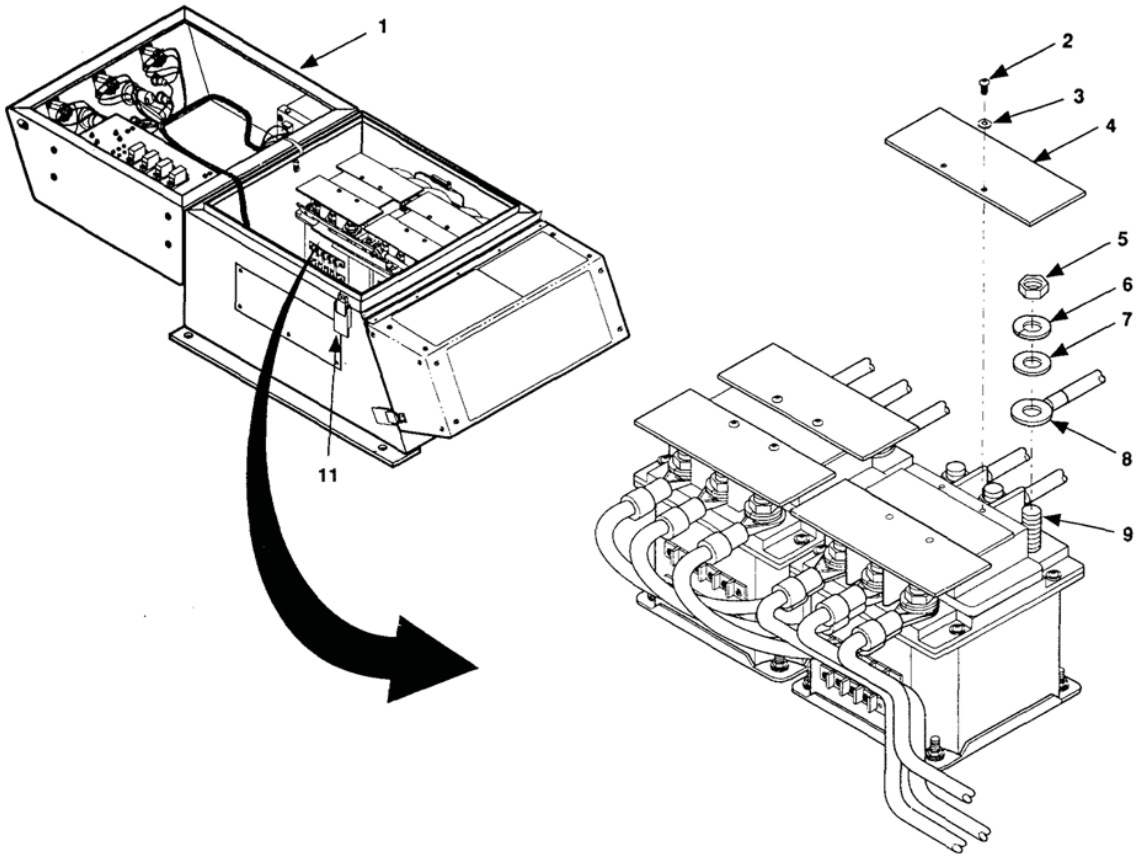
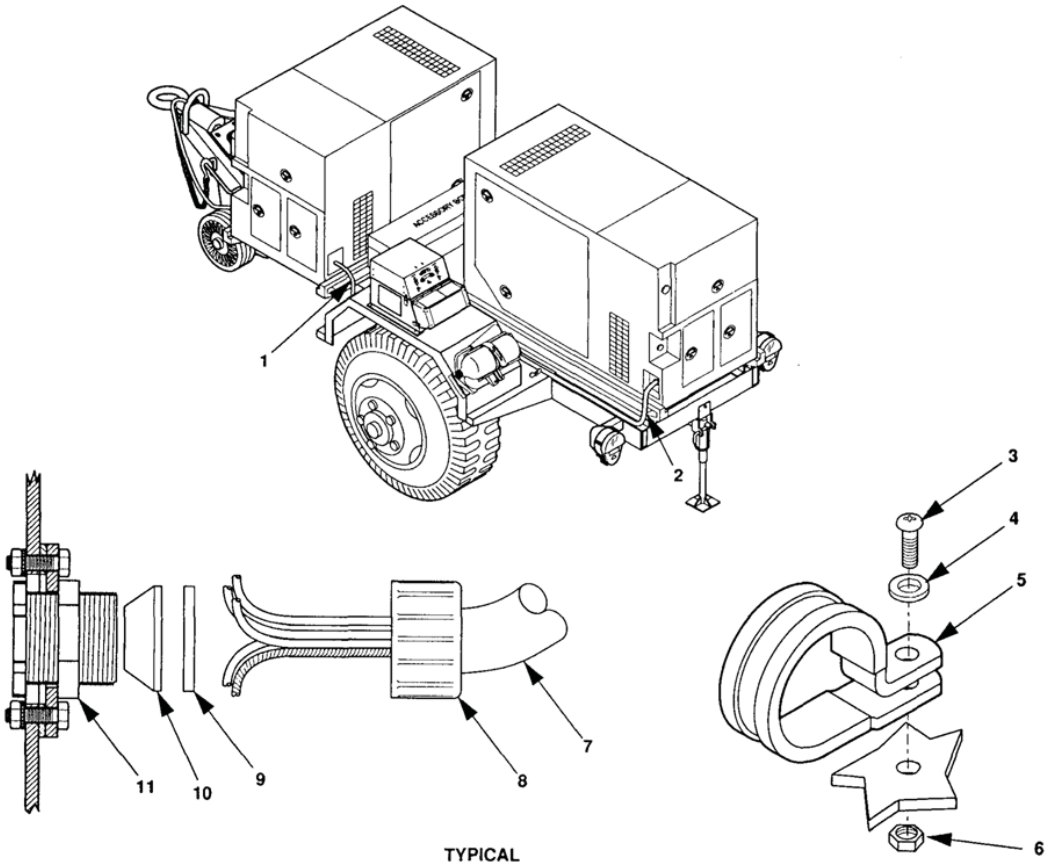
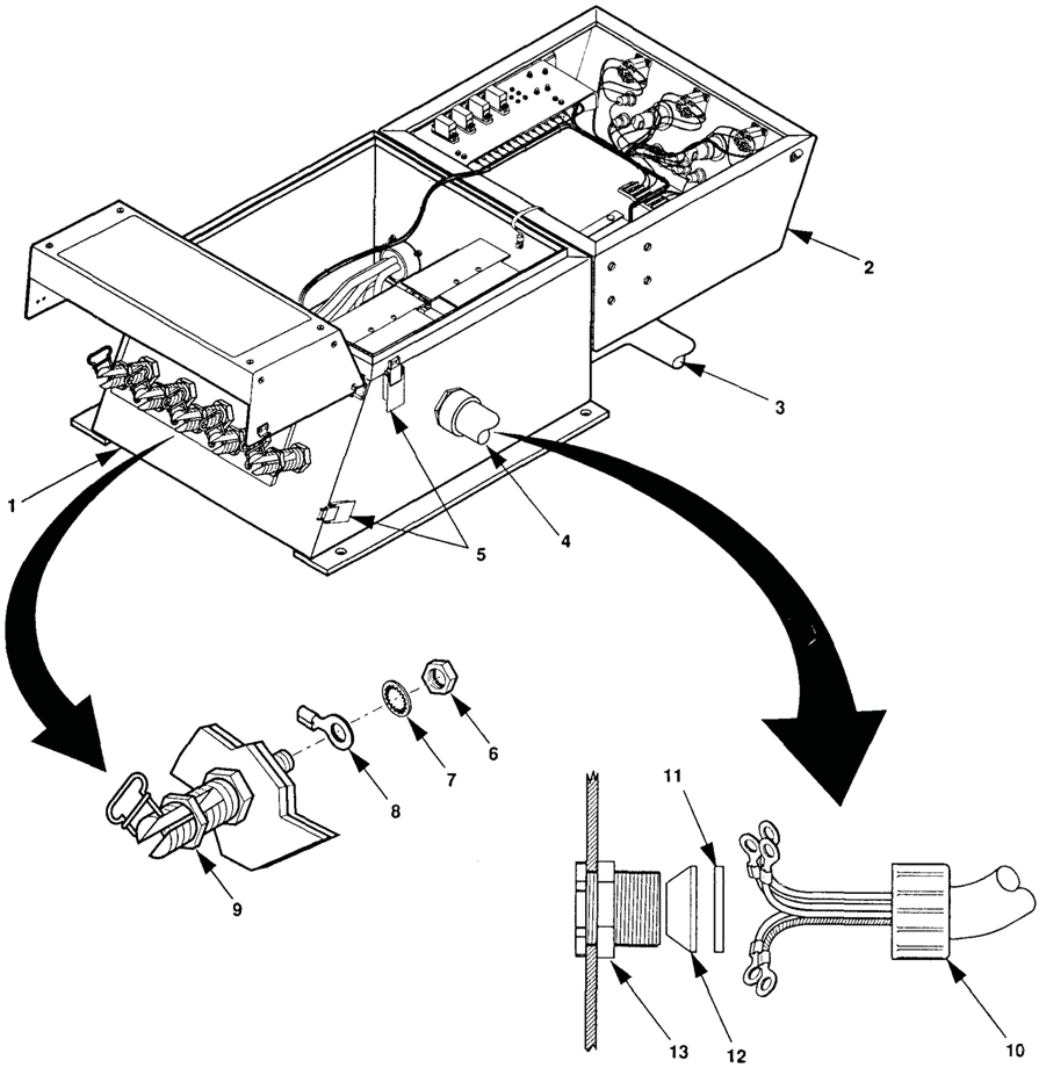

Figure 1. Power Cable Connections to Switch Box Contactors (OLD).
Figure 2. Disconnect Power Cable from Generator Set.
Figure 4. Disconnect Power Cable From Switch Box Terminals (Old Configuration).
1. Release two clamping catches (Figure 1, Item 11) and open switch box cover (1).
2. Disconnect power cable to be tested from generator set load terminals (Figure 2, Item 2).
a. Remove stuffing tube compression nut (Figure 2, Item 8) from stuffing tube body (11).
b. Pull power cable (1 or 2) through stuffing tube until ends of power cable are free of stuffing tube body (11).
c. Remove washer (9), seal (10), and stuffing tube compression nut (8) from power cable (1 or 2). Place items back on stuffing tube and tighten.
a. Release clamping catches (Figure 1, Item 11) and open switch box cover (1).
b. Remove two screws (2) and lockwashers (3) from contactor terminal shield (4) of contactor associated with power cable being removed.
c. Remove contactor terminal shield (4).
d. Remove nuts (5), lockwashers (6), and flat washers (7) from contactor terminals (9).
e. Lift terminal leads (8) from contactor terminals (9). Remove only the terminal leads associated with electrical leads of power cable being removed. If necessary to remove other terminal leads to access those for power cable being disconnected, reinstall other terminal leads onto contactor terminals (9).
f. Install flat washers (7), lockwashers (6), and terminal nuts (5) on contactor terminals (9).
g. Remove hex nuts (Figure 4, Item 6) and internal tooth washers (7) from ground and N terminals (9) of switch box.
h. Remove only the wire associated with the power cable being replaced. If necessary to remove other terminal leads to access those for power cable, reinstall other terminal leads on terminal (9).
i. Place internal tooth washers (7) over the end of terminals (9) and loosely install the hex nuts (6).
j. Remove stuffing tube compression nut (10) from stuffing tube body (13).
k. Pull power cable (3 or 4) through stuffing tube (13) until ends of power cable are free of stuffing tube body (13).
l. Remove washer (11), seal (12), and stuffing tube compression nut (10) from power cable (3 or 4). Place items back on stuffing tube and tighten.
a. Remove self-locking nuts (Figure 2, Item 6), screws (3), and flat washers (4) securing clamps (5) to trailer. Remove cable (3 or 4).
b. Remove clamps (5) off power cable (3 or 4).
1. Install stuffing tube compression nut (Figure 4, Item 10), washer (11), and seal (12) on end of power cable (3 or 4) having leads with terminal lugs.
2. Insert terminal lug end of power cable (3 or 4) into stuffing tube assembly (13) and slide forward until end of power cable outer covering is visible inside switchbox (1).
3. Slide seal (12), washer (11), and stuffing tube compression nut (10) forward and tighten compression nut.
4. Remove hex nut (6) and internal tooth washer (7) from load terminal N (9) and install lead marked N.
5. Install internal tooth washer (7) and hex nut (6). Tighten hex nut.
14. Place clamps (Figure 2, Item 5) on replacement power cable (3 or 4) and existing ground wire going from switch box ground terminal and trailer ground stud, and install flat washers (4), screws (3), and self-locking nuts (6).